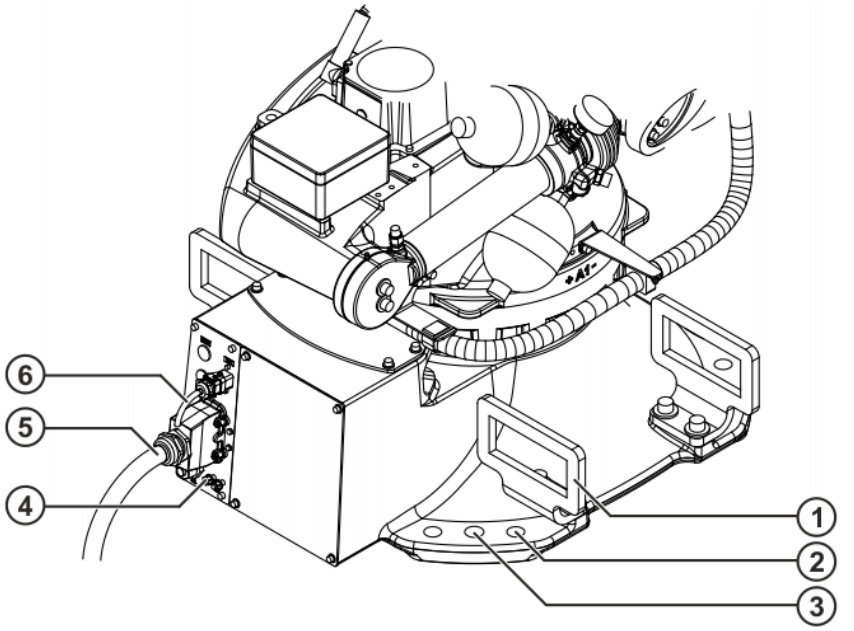

Fig. 10-4: Removing the robot
2. Release and disconnect the motor cable and data cable connectors (>>> *Fig. 10-4*).